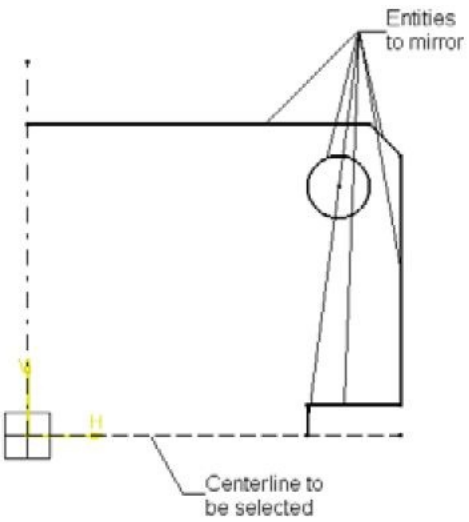
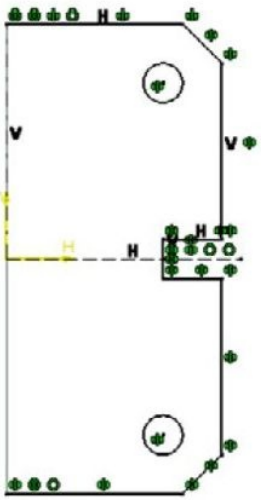

Figure 4-63 *Sketched entities and the centerline to be selected*
Figure 4-64 *Resulting mirrored sketch*
6. Press and hold the CTRL key and select all the sketched elements except centerlines, refer to Figure 4-63.
8. Select the horizontal centerline, as shown in Figure 4-63; the selected sketched elements are mirrored on the other side of the horizontal centerline, as shown in Figure 4-64.
1. *In Figures 4-63 through 4-65, the display of the grid lines is turned off and the constraints are hidden for better visualization. To turn the display of the grid lines on/off, choose the* ***Grid*** *button from the* ***Sketch tools*** *toolbar.*